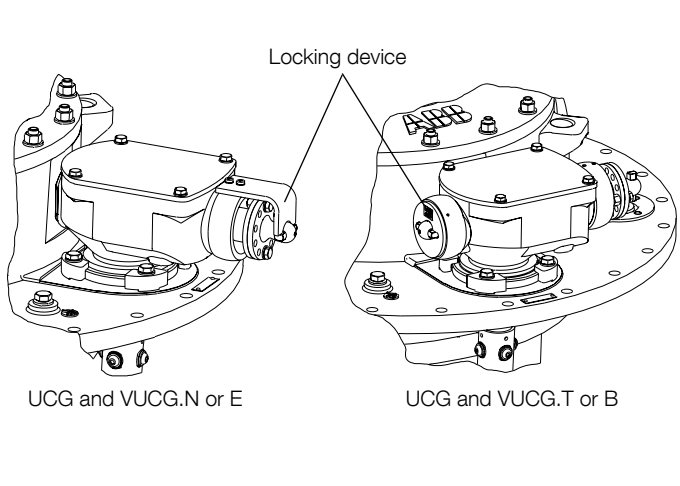

Fig. 28.
1. Remove the locking device from the gear unit on the upper flange; see Fig. 28. Save the locking device for reuse after transformer ratio measurement. Also remove the cover of the bevel gear to access the position indicator. Save all fasteners and the gasket for reuse. Note the position of the tap-changer.